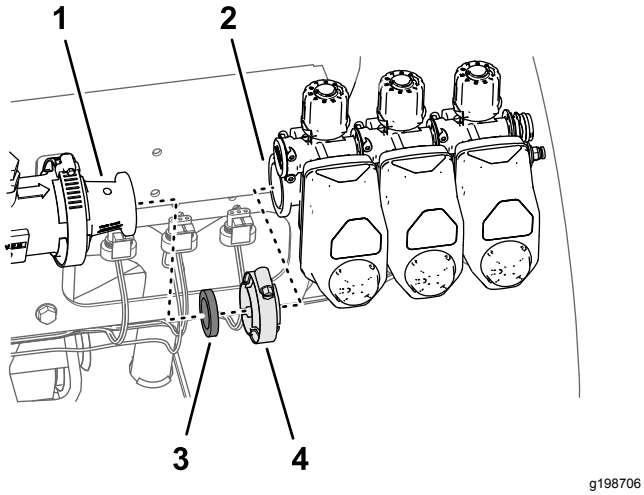

Figuur 67
4. Verwijder de 3 spuitboomkleppen van de machine (Figuur 67).